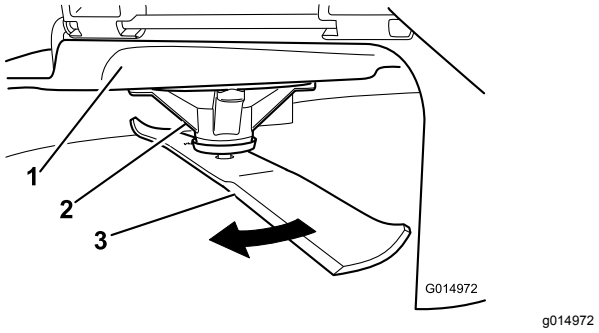

Figure 45
2. Après vous être muni de gants épais ou d'une autre protection des mains adéquate, faites tourner la lame lentement jusqu'à une position permettant de mesurer correctement la distance entre le tranchant et la surface plane sur laquelle se trouve la machine (Figure 45).